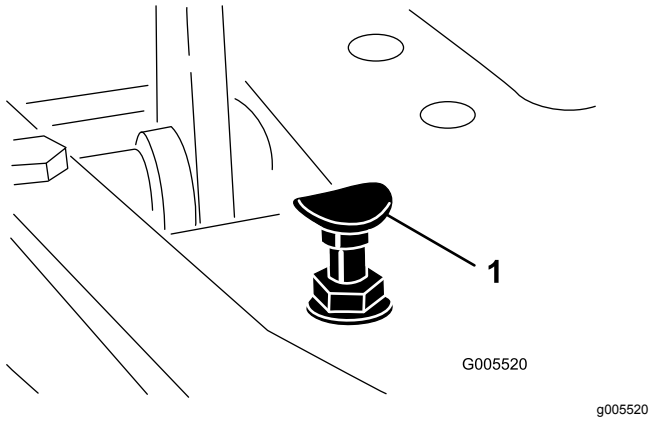

**Figur 44**
Du kommer upp i maximal transporthastighet genom att flytta funktionsreglaget till TRANSPORTLÄGET och trycka ned gaspedalen. Om pedalen får kontakt med stoppet (Figur 44) innan du känner någon spänning i kabeln genomför du följande justeringsprocedur:
1. Flytta funktionsreglaget till TRANSPORTLÄGET och lossa på låsmuttern som fäster pedalstoppet vid golvplattan (Figur 44).